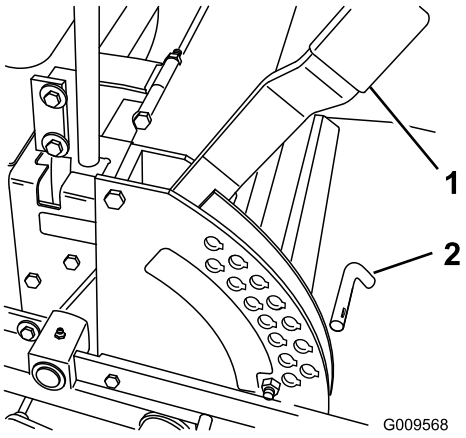

**Figur 18**
1. Hæv klippehøjdehåndtaget til transportposition (også 127 mm klippehøjdeposition) (Figur 18).
2. Du kan justere klippehøjden ved at fjerne pinden fra klippehøjdebeslaget (Figur 18).
3. Vælg et hul i klippehøjdebeslaget, som svarer til den ønskede klippehøjde, og sæt pinden i (Figur 18).